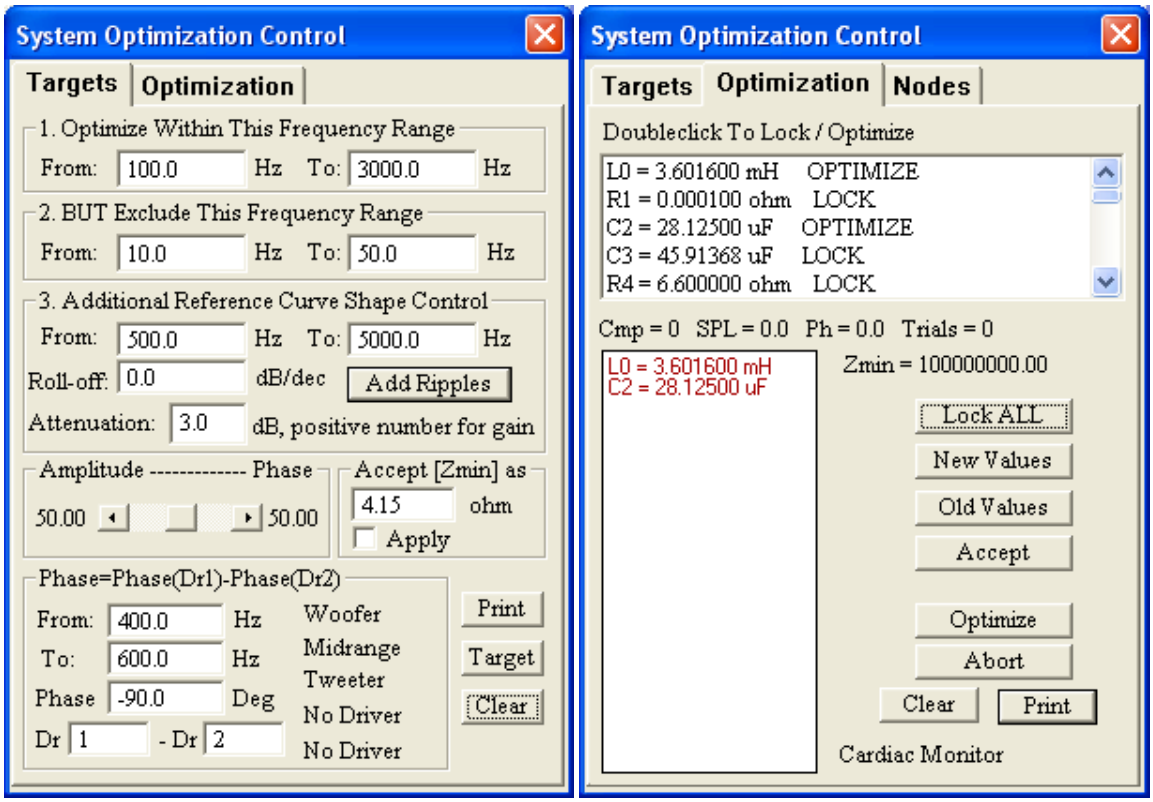

Figure 13.1.Optimization Control Dialogue Tabs
Where do you place the microphone ?. As we have decided to focus on optimization of the midrange-tweeter crossover section, therefore, we will place the test microphone right between those two drivers (Y=115.0cm). This will be confirmed by equal distances from both AC centers of drivers to the test microphone (1.04087m) and equal angles from both drivers to the test microphone (8.53deg) – see Figure 13.1. The selected microphone location is actually quite common location for the test microphone.
Right now, we have a situation, where the acoustic center of the midrange driver is further away from the test microphone by 28.0mm (30.0 – 2.0 = 28.0mm). We have two options to compensate for this: (1) introduce electronic delay – just as described in previous chapters, or (2) physically offset the tweeter by the 28.0mm to bring it "in-line" with the midrange acoustic center. In this example, we decided on the second option. **This final set-up is clearly depicted on Figure 13.1**.